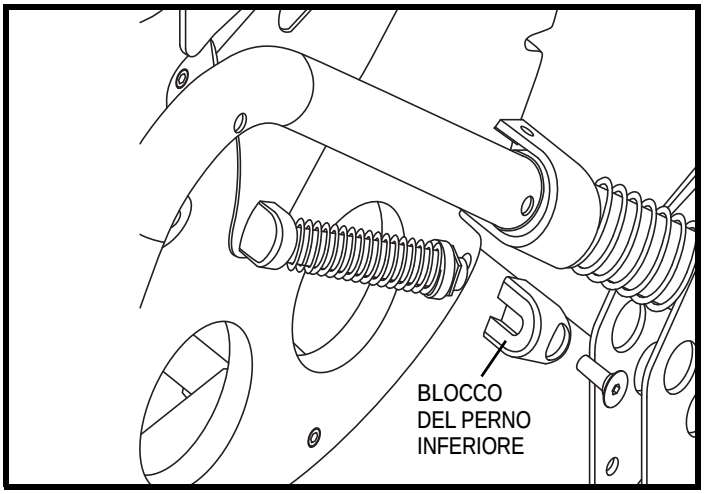

Figura 39. Modifica limite d'estensione e forza (Kids ROCK 2 e ROCK 3)
4. Con una chiave esagonale da 5/32 pollici e una brugola da 7/16 pollici rimuovere il bullone dal blocco del perno inferiore sotto la molla e allontanare il blocco dalla piastra nera. **Vedere la figura 39.**